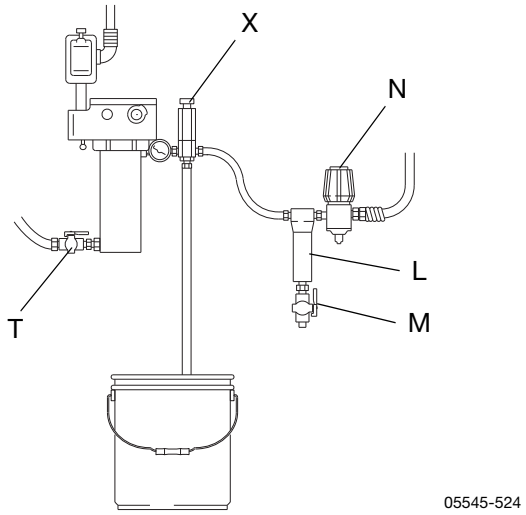

**FIG. 8 : Raccordements de fluides & accessoires**
**(FIG. 8)**
1. Placez une vanne d'arrêt produit (T) sur l'entrée produit 1/2–14 ptn(m) du réchauffeur ; ne serrez pas trop . Raccordez la conduite de fluide à la vanne.